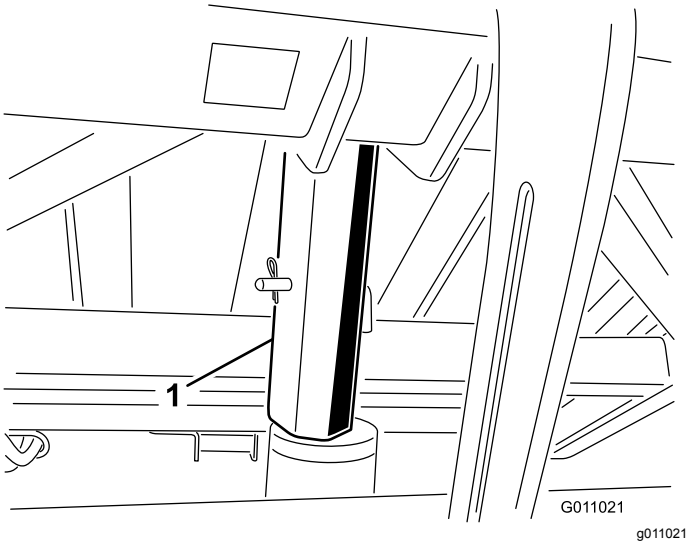

Figur 27
3. Før inn beholderens støttepilar på sylinderstangen. Påse at pilarendene hviler på sylinderløpet og ikke på enden av sylinderstangen (Figur 27).